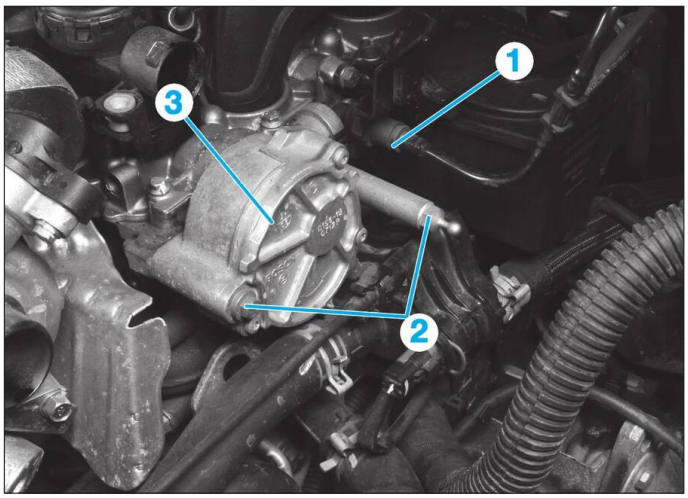

Fig. 21
• Débrancher le tuyau de dépression (1) **(Fig.21)**.
• Déposer les vis de fixation (2) puis la pompe à vide (3).